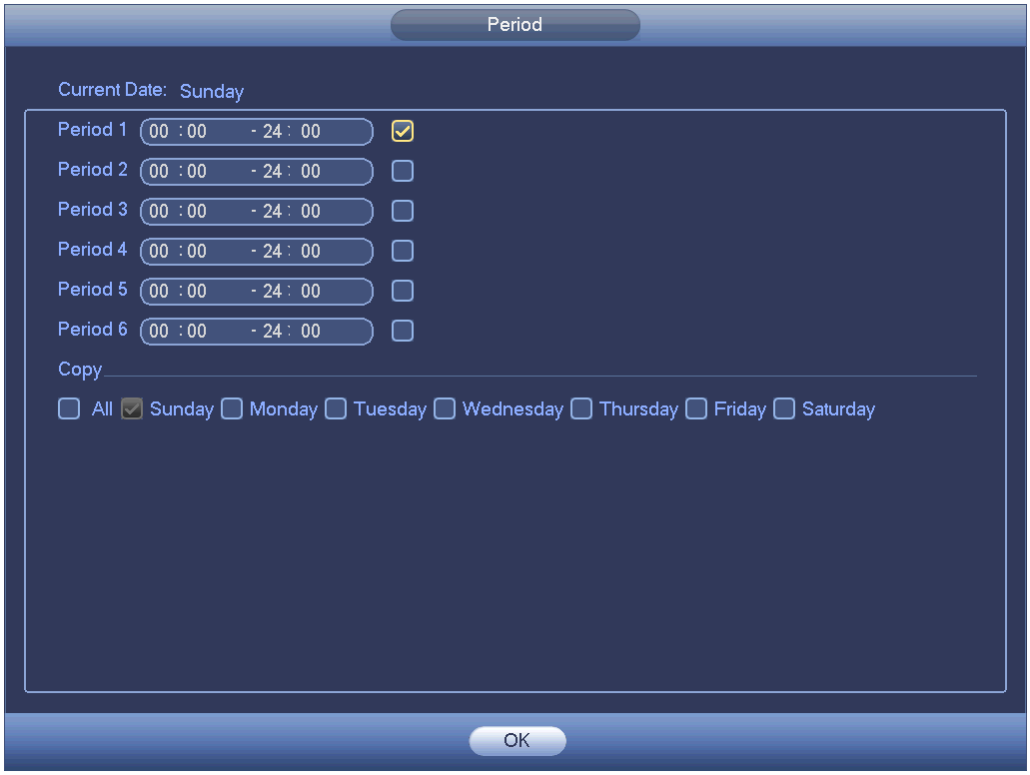

Figure 4-219
Step 5 Click Set button, you can set six periods in one day. See Figure 4-219.